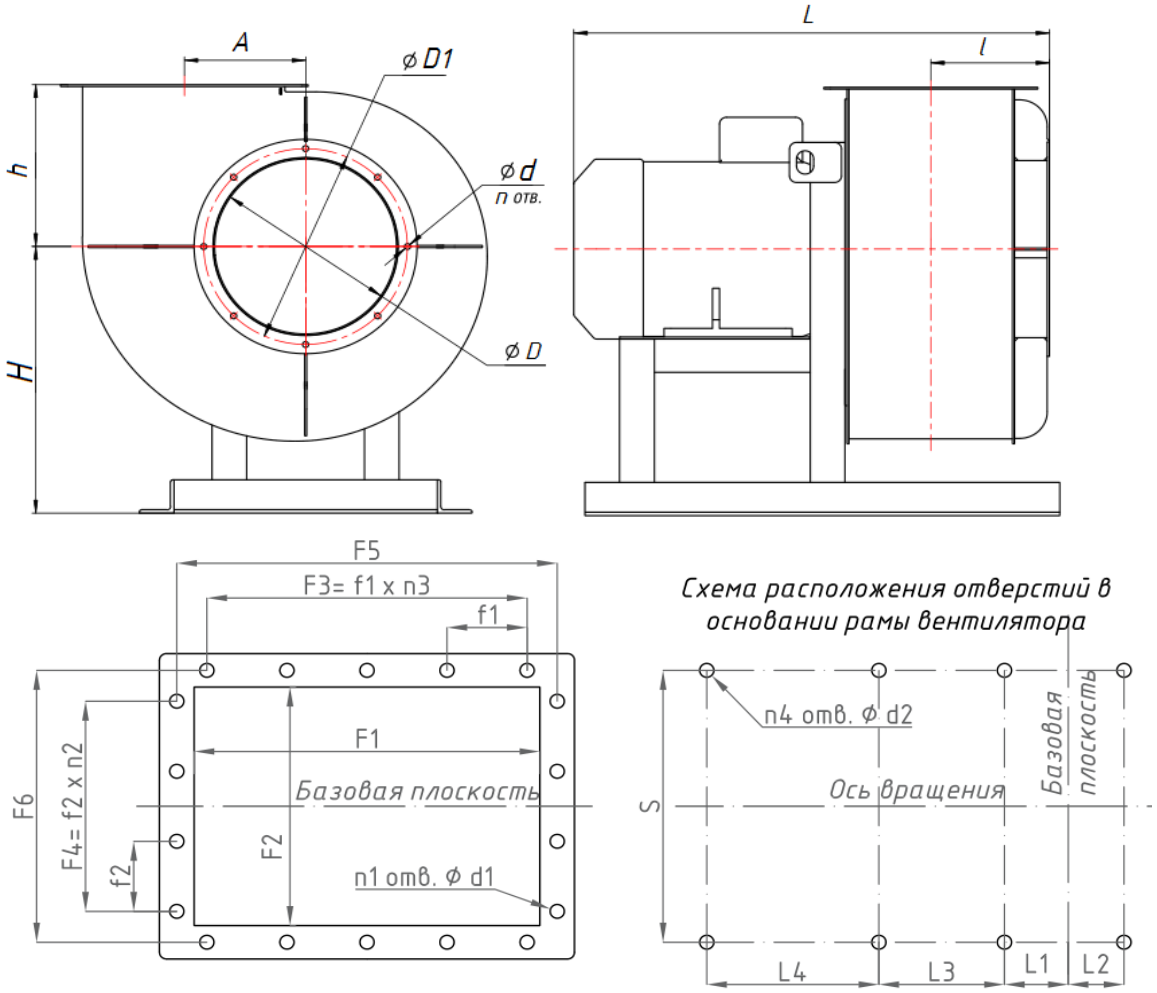
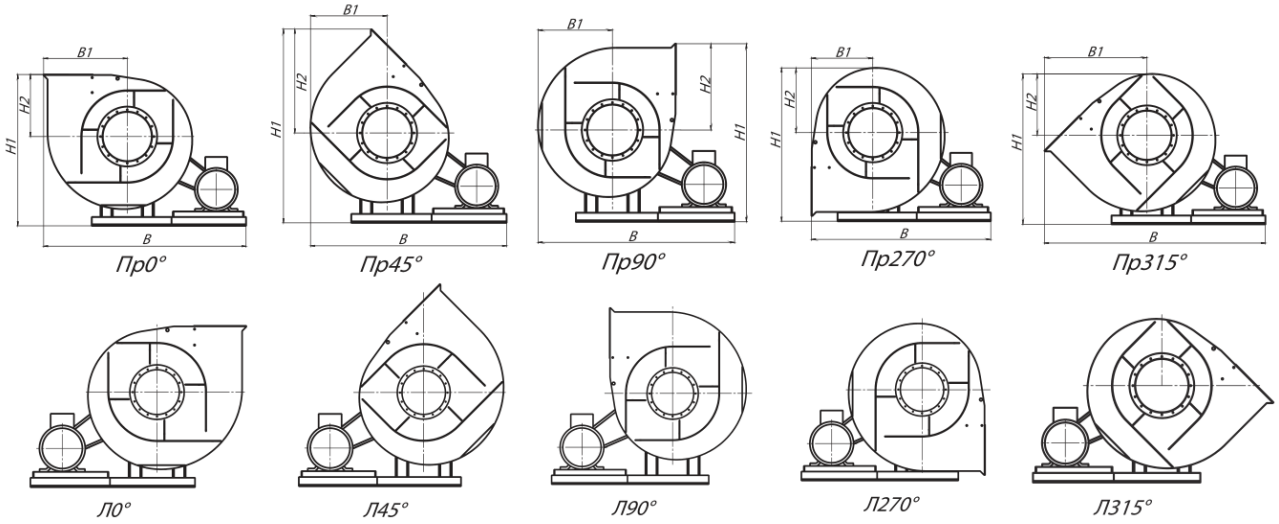

Рисунок 1. Габаритные и присоединительные размеры вентиляторов ВЦП 7-40
Рисунок 4- габаритные размеры вентиляторов
1.2.2. Устройство вентиляторов, габаритные, присоединительные и установочные размеры вентиляторов указаны на рис. 1-рис. 4, табл. - табл. 4.